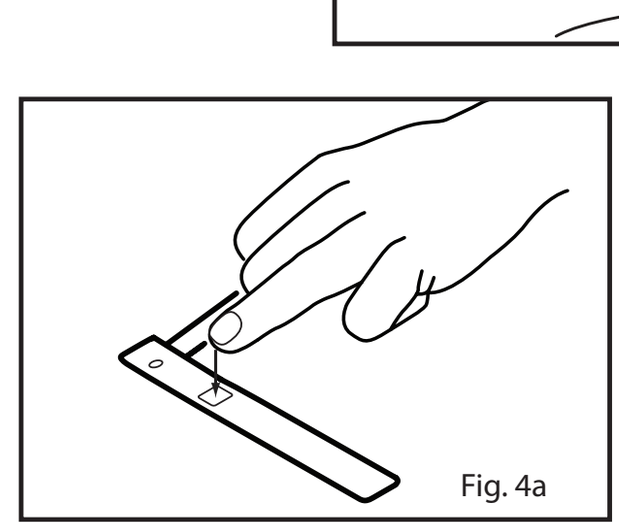

Fig. 4a
1. Consulte la **Fig. 4a.** Oriente el cable del sensor de modo que corra por el dorso de la mano. Coloque el detector en la parte carnosa del dedo.